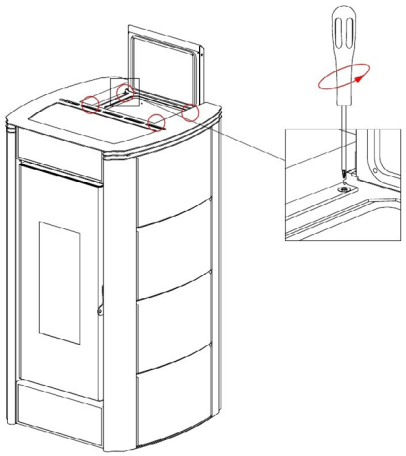

Fig. 25 - Entfernen der Schrauben
- Abdeckung entfernen: Die 4 oberen Schrauben herausschrauben (siehe **Fig. 25 auf S. 20**).